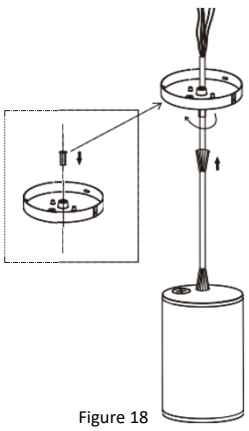

Figure 18
4. Thread the wires through the hexagonal hollow nut and attach the mounting plate to the thread lock. ***See Figure 18.***